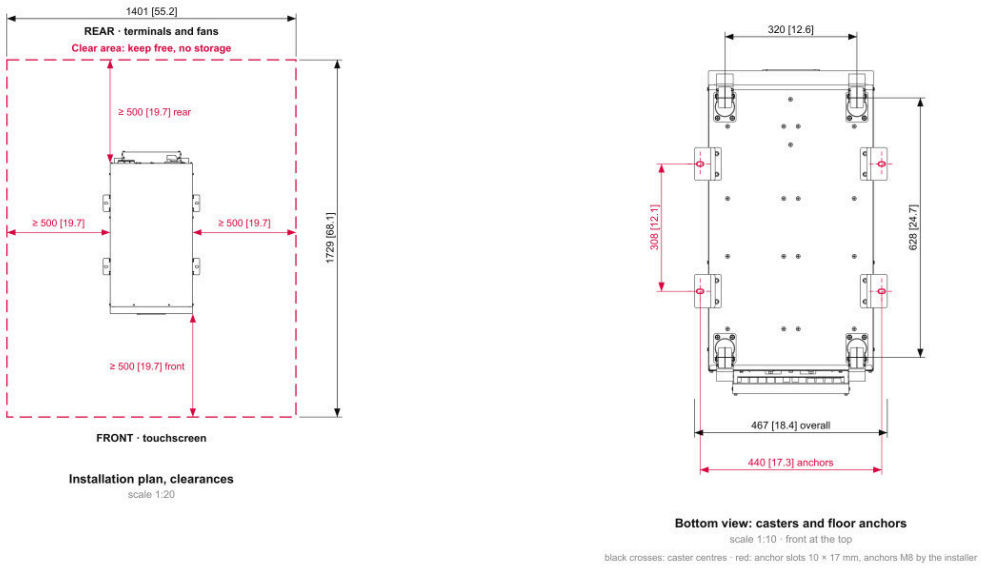

FIGURE 3-1 Clearances and floor anchors, 40X9 and EMPTY, mm [in] (AEC drawing AEC-FSP-20B-06). The EXT: anchors 380 [15.0], floor area 1351 × 1575 [53.2 × 62.0]
2. Leave at least 20 in (500 mm) free on all four sides (Figure 3-1). Keep the front grille and the rear vents clear. Do not put the rear against a wall, or the exhaust into another unit's intake.